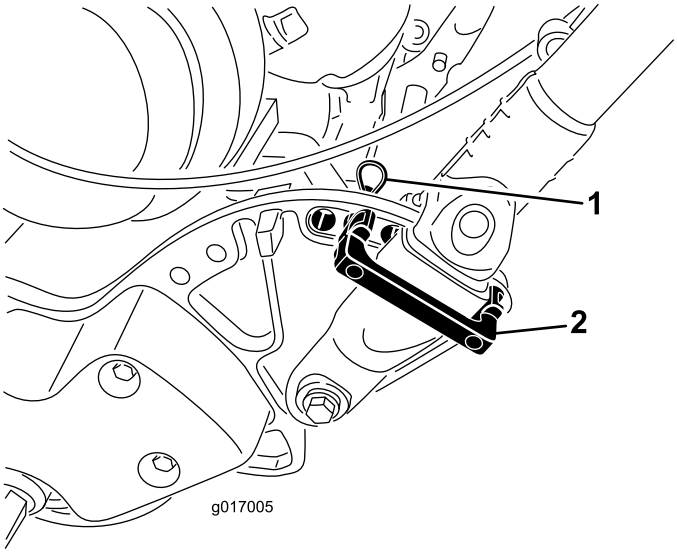

Figuur 24
1. Verwijder de R-pennen van de handgreepbevestigingen aan beide zijden van de maaimachine (Figuur 24).
2. Ondersteun de handgreep en verwijder de R-pennen van beide zijden. Draai vervolgens de handgreep in de gewenste gebruiksstand (Figuur 24).